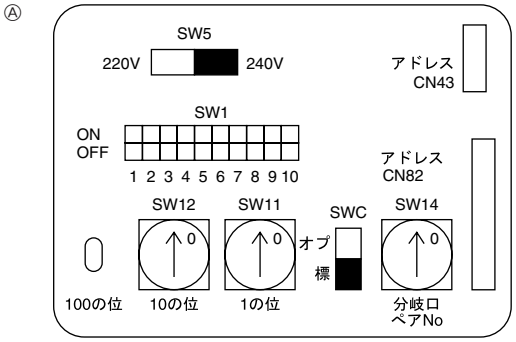

Fig. 6-4
6.3. Adressen einsetzen (Fig. 6-4)